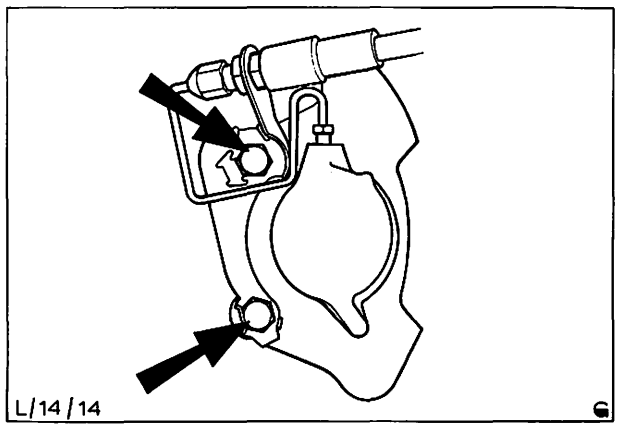

Abb. 61 Lage der Bremssattel-Befestigungsschrauben
4. Bremsschlauch am Bremssattel trennen, um Zugang zu den Schrauben des Bremssattels zu erreichen, Abb. 61. Anschlüsse mit Stopfen verschließen.